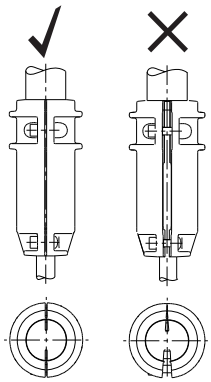

Fig. 5 Gap between coupling halves
15. Install the cylindrical pin (10) in the pump shaft (51).
17. Lubricate and tighten the screws (9), but leave loose. See section *4.2 Lubricants*.
18. Check that the gaps on either side of the coupling halves are equal. See fig. 5.